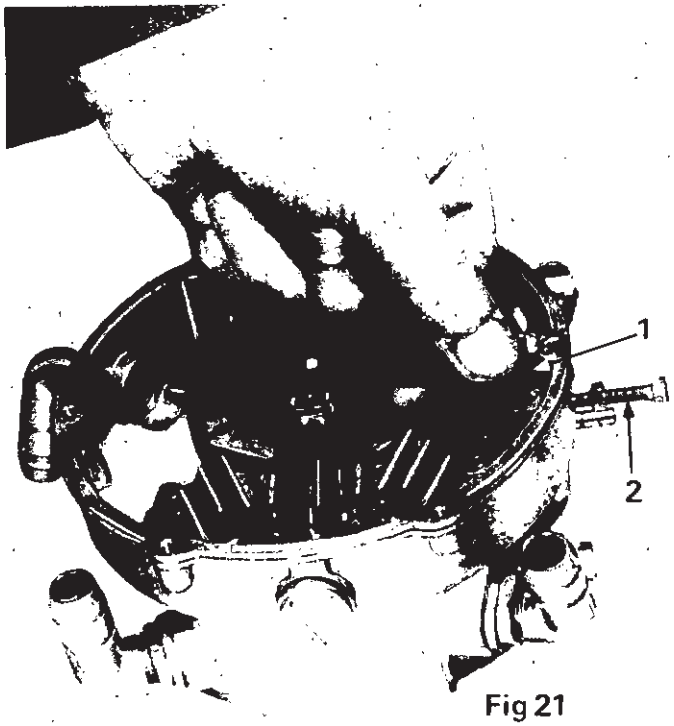

Fig 21
- monter le ressort du 2ème stade comme indiqué en Fig. 21,